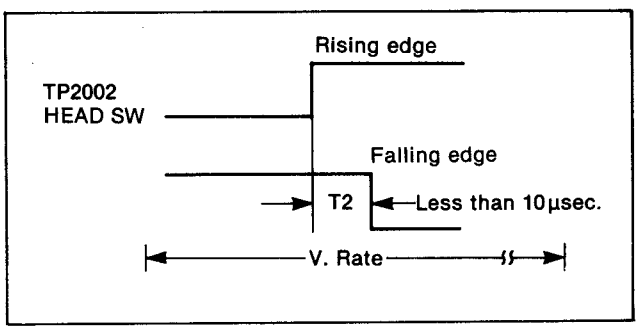
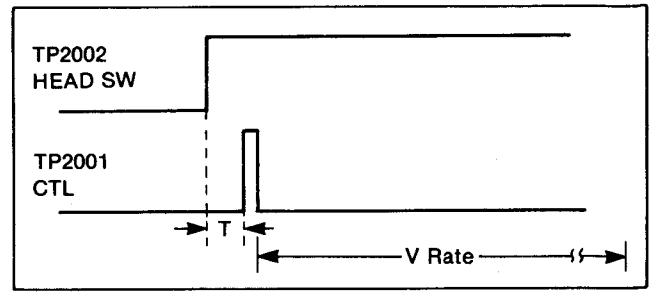

Figure E4
Figure E5
3. Change the triggering slope of the scope from "−" to "+" side, and adjust VR2007 (PG2) so that the difference between the rising and falling edges becomes less than 10usec. (Figure E4) difference between the rising and falling edges becomes less than 10 usec. (Figure E5)